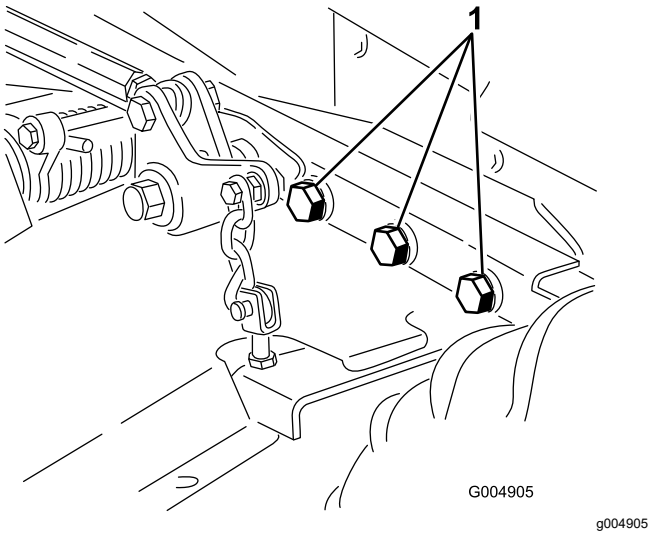

Figura 59
5. Controllate tutti gli elementi di fissaggio per verificare che non siano allentati; all'occorrenza serrateli. Serrate i 6 bulloni che fissano il telaio del piatto di taglio al trattore (Figura 59) a 359 N·m.